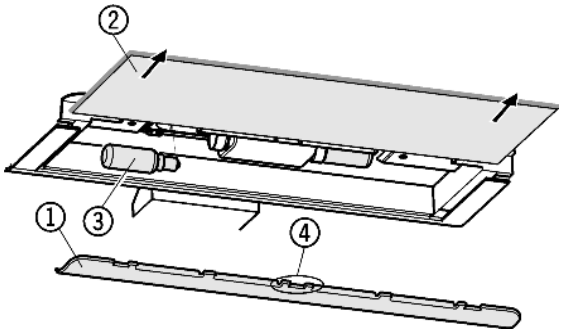

Fig. 14
- ▶ Снятие накладки *Fig. 14 (1)*: сзади возьмитесь пальцем за накладку и снимите её с фиксатора.
- ▶ Извлеките стеклянную полку *Fig. 14 (2)*.
- ▶ Лампу накаливания *Fig. 14 (3)* заменить.
- ▶ Установка накладки на место: защелкните справа и слева, следя за тем, чтобы средний крюк *Fig. 14 (4)* захватил стеклянную полку.